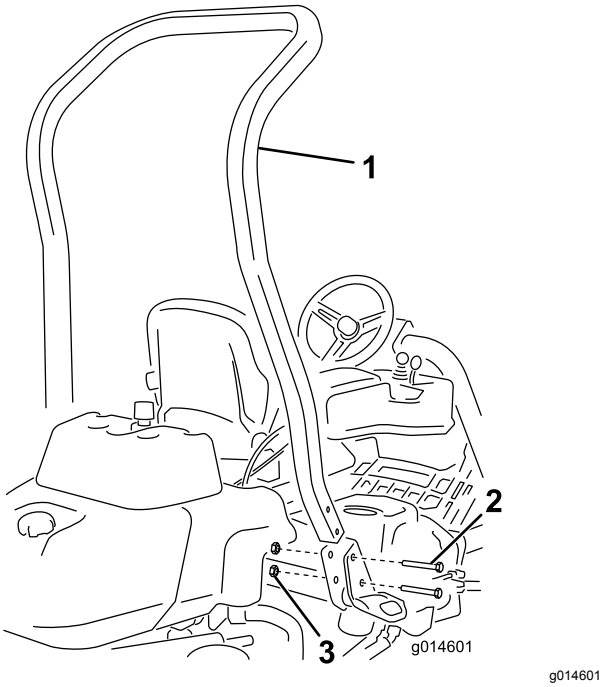

Figur 3
3. Monter veltebøylen i lommene på hver side av maskinen ved bruk av fire bolter (½ x 3¾ tommer) og fire flensmuttere (½ tomme), som vist i Figur 3.